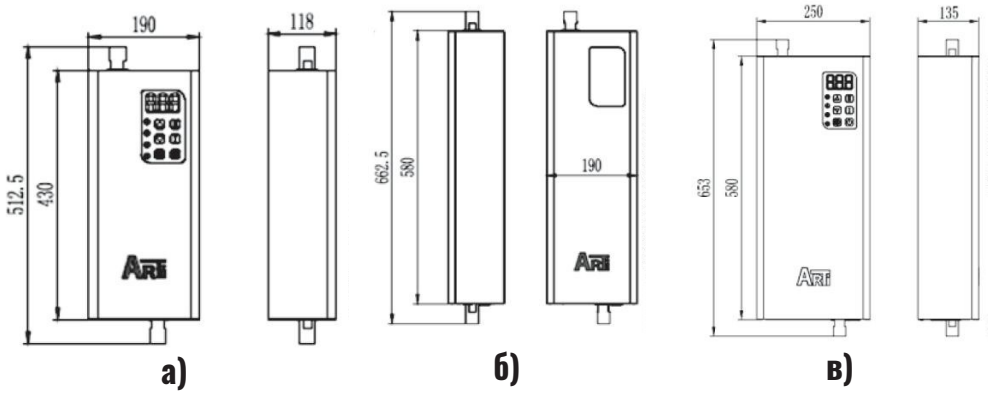
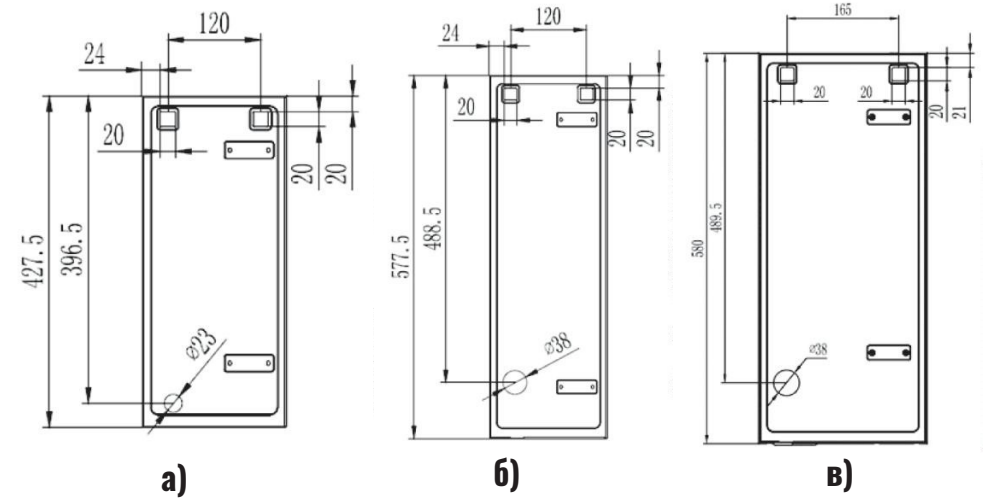

Рисунок 2. Габаритные размеры.
Рисунок 3. Монтажные размеры для крепления на стены.
9.8. ТЭН внутри теплообменника крепится с помощью фланца поз.9 и болтов поз.10. Герметичность обеспечивает силиконовая прокладка между ТЭНом и теплообменником. Котел облицован съемной декоративной панелью. Габаритные размеры котла приведены на Рис. 2. и Рис. 3. Схема подключения котла к электросети приведена на рисунках 6.1., 6.2., 6.3. в зависимости от модели котла.